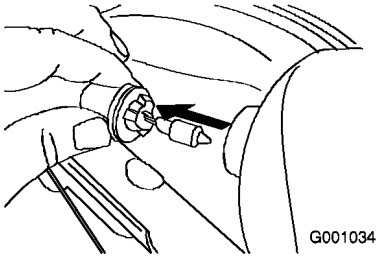

Bild 59
3. Nehmen Sie die Glühbirne hinten am Scheinwerfer gerade heraus (Bild 59).